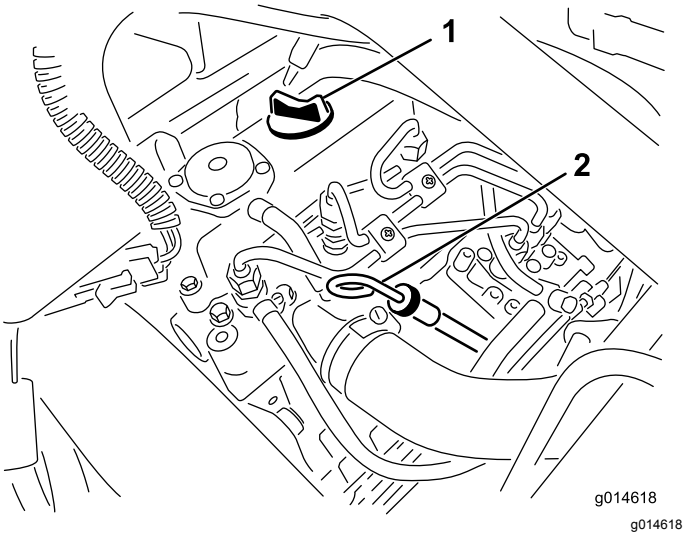

Figur 29
2. Fjern målepinden, og aftør den med en ren klud (Figur 29).